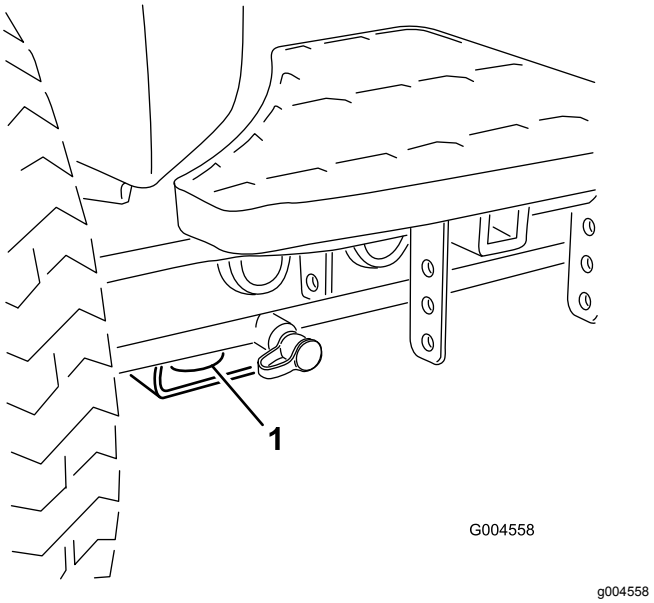

**Figur 43**
- Fram – hål i det fyrkantiga belägget under axelröret inuti båda framdäcken (Figur 43).